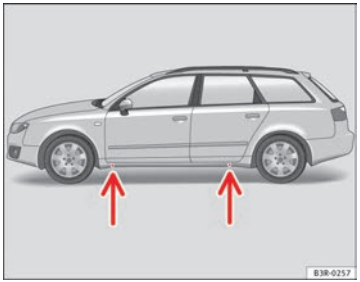

Fig. 197 Changing the wheel: Jack position points
– Position the vehicle jack under the door sill at the **jacking point** closest to the wheel being changed ⇒ Fig. 197 -arrows-.
Recesses at the front and rear of the door sills mark the jacking points ⇒ Fig. 197 -arrows-. There is only *one* jacking point for each wheel. Do not fit the jack anywhere else.